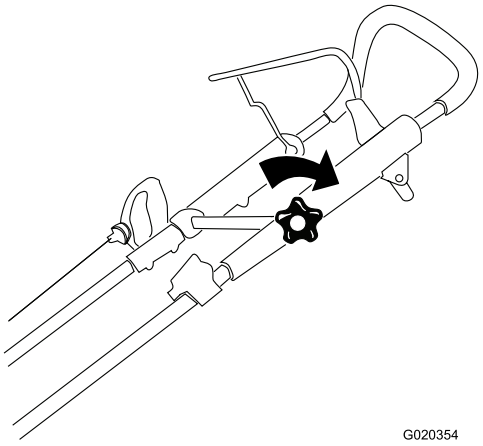

Figur 4
4. Flytta det övre handtaget till önskat läge och dra åt det övre handtagsvredet ordentligt (Figur 4).